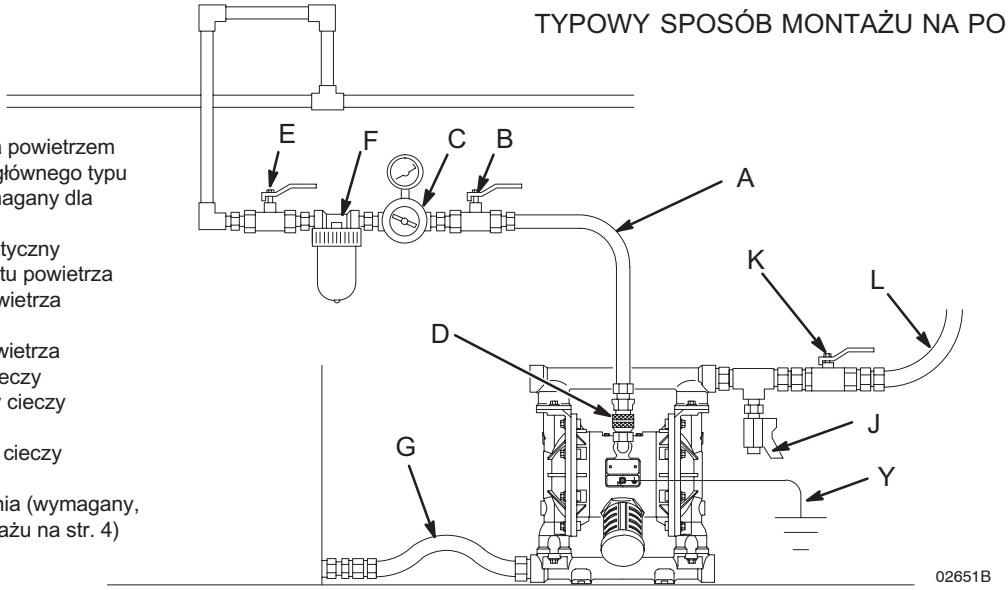

Rys. 3
Układ musi być wyposażony w główny zawór powietrza typu upustowego (B) do spuszczania powietrza uwięzionego między tym zaworem a pompą. Uwięzione powietrze może powodować nieoczekiwaną, skokową pracę pompy, czego skutkiem mogą być poważne obrażenia, w tym bryzganie cieczy w oczy lub na skórę, okaleczenie przez części ruchome lub zanieczyszczenie substancjami niebezpiecznymi, p. rys. 3.
Zawór odpływowy cieczy (J) jest wymagany do obniżenia ciśnienia w przewodach w przypadku ich zatkania. Zawór odpływowy zmniejsza ryzyko poważnych obrażeń ciała, w tym bryzgania cieczy w oczy lub na skórę oraz zanieczyszczenia substancjami niebezpiecznymi podczas obniżania ciśnienia w układzie. Zawór należy zamontować blisko króćca wylotu cieczy, p. rys. 3.
KLUCZ WG RYS. 3